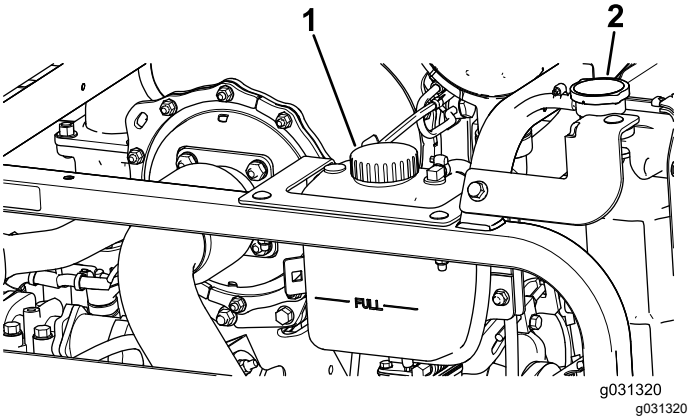

Figura 118
1. Retire cuidadosamente el tapón del radiador y el tapón del depósito de expansión (Figura 118).
2. Compruebe el nivel de refrigerante del radiador (Figura 118).